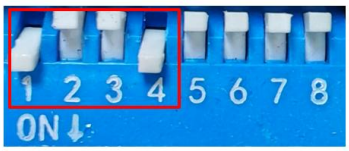

图 6.42 外部航模 PWM 闭环拨码开关设置
- 将拨码开关设置为 SW4=ON（选择闭环运行模式），SW1=ON，SW2= OFF，SW3= OFF（选择外部航模 PWM 控制方式），如图 6.42。